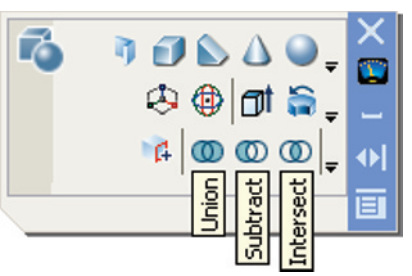

Fig. 13.10 The **Union, Subtract** and **Intersect** tool icons in the **3D Make** control panel
3. Drawing **2** – call the **Union** tool from the **3D Make** control panel (Fig. 13.10). The command line shows:
5. Drawing 4 – call the **Subtract** tool (Fig. 13.10). The command line shows: